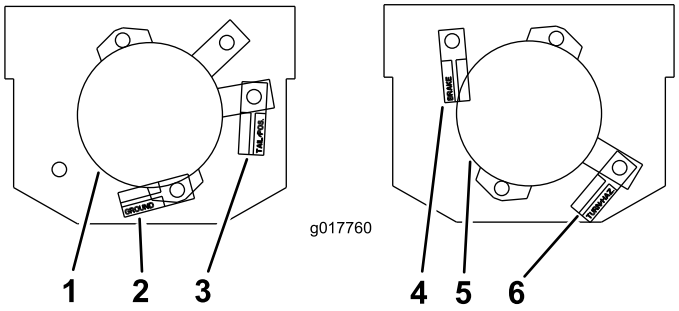
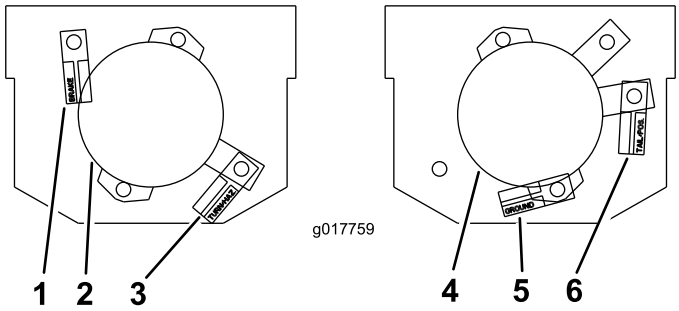

Figura 11
Figura 12
9. Enchufe los conectores bala en los terminales de luz correspondientes, en las posiciones indicadas en Figura 11 y Figura 12.